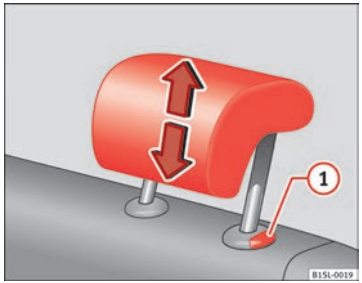

Fig. 31 Adjusting the rear head restraints
- Push the head restraint up or down in the direction of the arrow with the button pressed ⇒ Fig. 31 (1) ⇒ ⚠.